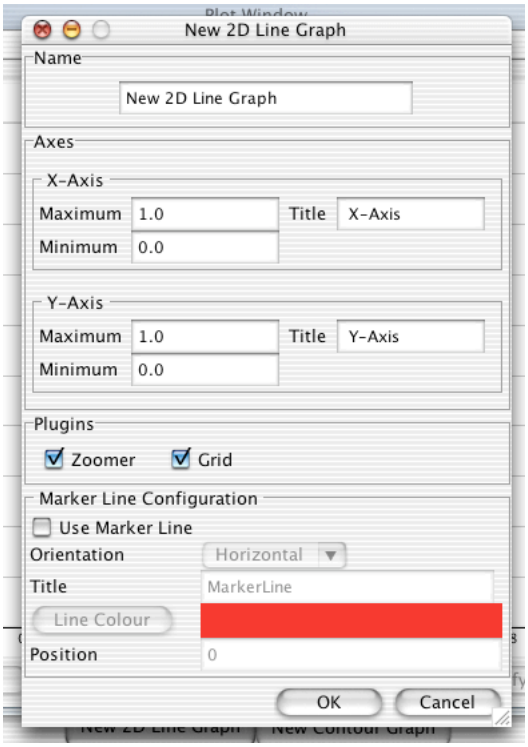

Figure 6.11 Graph configuration dialog box
Clicking on the *Configure* button brings up a dialog box similar to the one shown in Figure 6.11 below.
- In the *Graph Configuration* dialog there is the *Marker Line Configuration Panel.* Using this configuration panel, a marker line, which is simply a straight line parallel to the X or Y axes, can be set to guide the eye or mark a certain level. The *Marker Line Configuration Panel*, shown in Figure 6.11, has to following configurable options: